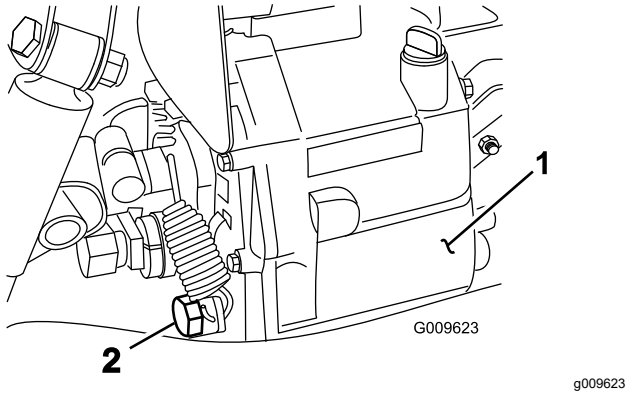

図 70
4. 油圧オイルタンクの側面にあるドレンバルブをゆるめ、流れ出すオイルを容器に受ける(図 70)。